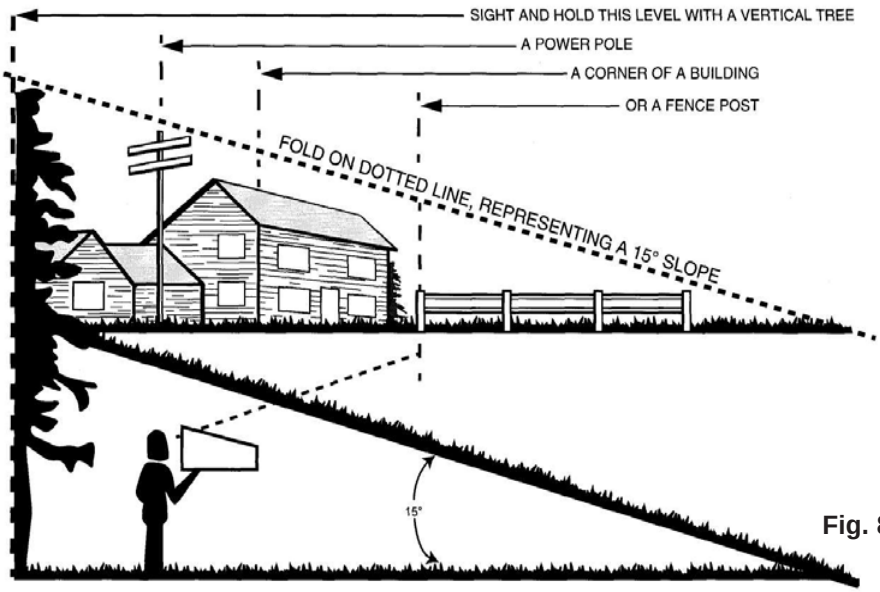

**Fig. 8**
**SLOPE GAUGE** *(See Figure 8)*